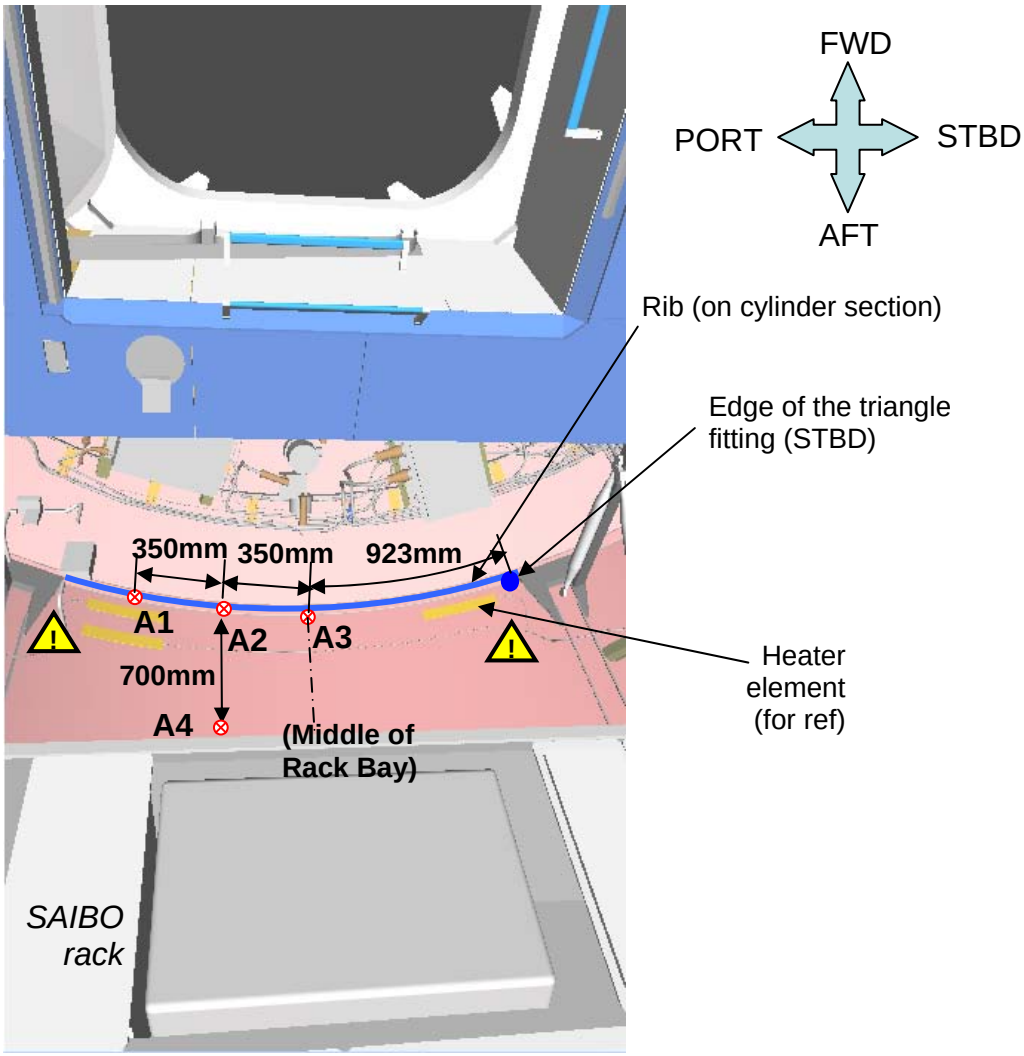

Figure 5.- Measurement points behind WS Rack (Deck/Aft).
3. Redundant Heater elements are not shown in Figure 5.
Refer to Figure 5.